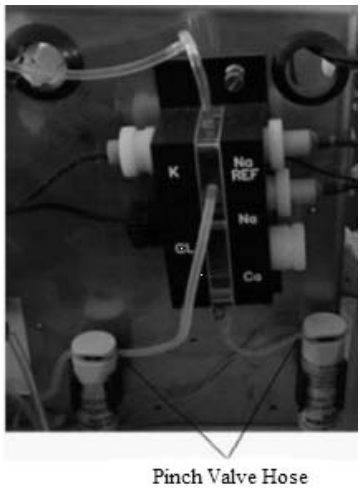

Figure 10-5-5
(2)Pull out the old hoses, and replace them with new ones. In fixing the hoses, avoid making them hang down loosely, as Figure 10-5-5 shows: